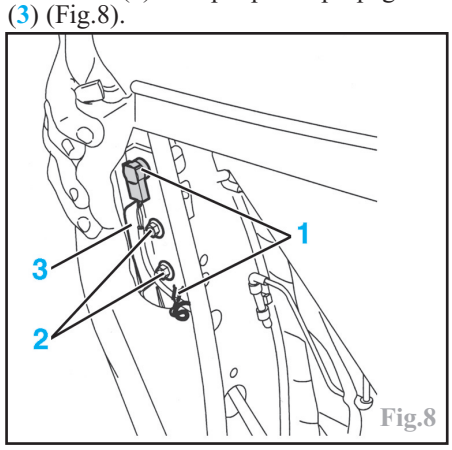

Fig.8
Déconnecter les connecteurs (1), déposer les écrous (2) et la plaque de propagation (3) (Fig.8).